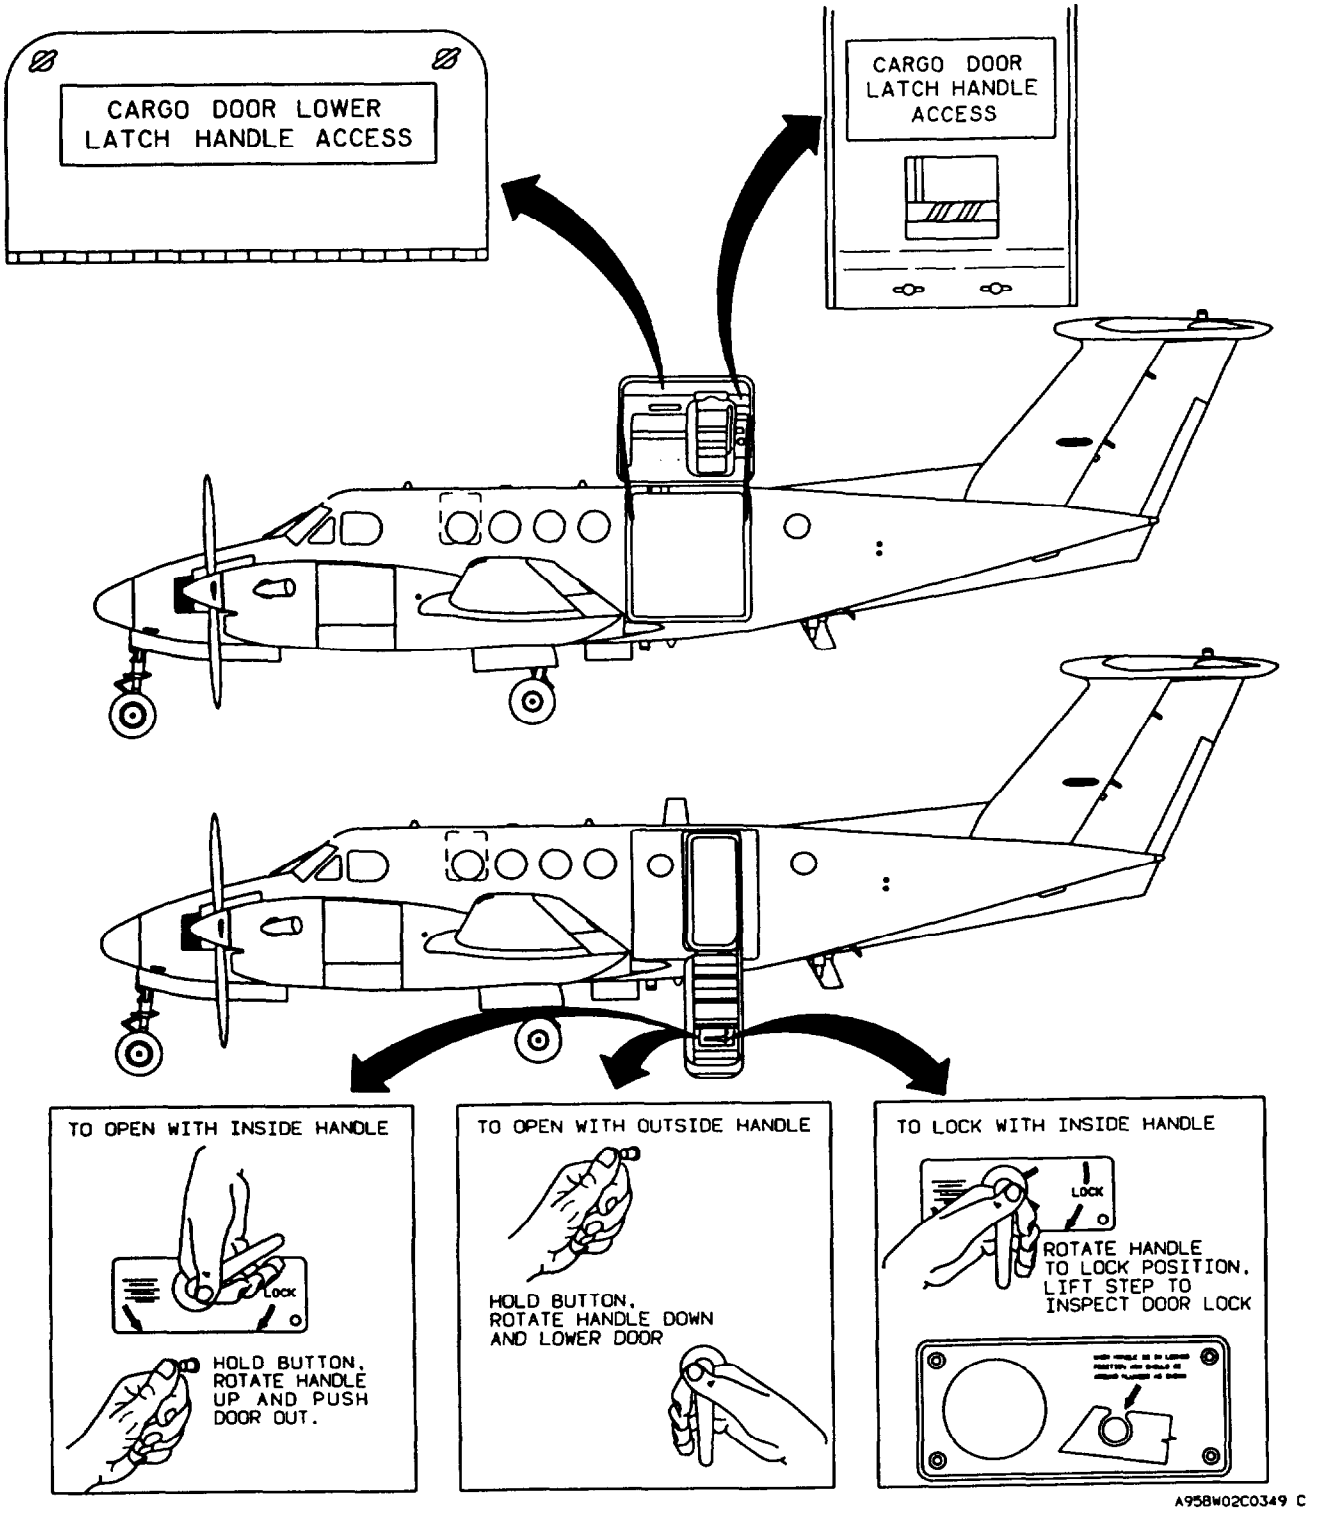

Figure 2-9. Cabin and Cargo Doors
An airstair cabin door (fig. 2-9), hinged at the bottom, provides a stairway for normal and emergency entrance and exit. In the closed position, the door becomes an integral part of the cargo door. The cabin door is provided with steps, two of which fold flat against the door in the closed position. A step folds down over the door sill when the door opens to provide a platform (step) for door seal protection. A plastic-encased cable provides a handhold and support for the door in the open position and a convenience for closing the door from inside. A hydraulic damper permits the door to lower gradually during opening. A rubber seal around the door seals the pressure vessel while the aircraft is in flight. The door locking mechanism is by either of the two mechanically interconnected handles, one inside and the other outside the door. When either handle is rotated, three rotating cam-type latches on either side of the door capture posts mounted on the cargo door. A button adjacent to the door handle must be depressed before the handle can be rotated to open the door. A bellows behind the button is inflated when the aircraft is pressurized to prevent accidental unlatching and/or opening of the door. A placard adjacent to the window instructs the operator that the safety lock arm is in position around the bellows shaft which indicates a properly locked door. Pushing the red button adjacent to the window will illuminate the inside door mechanism. A **DOOR UNLOCKED** annunciator on the caution/advisory panel will illuminate if the door is not closed and all latches fully locked. The cabin door opening is 21.5 inches wide by 46.0 inches high.
b. Cargo Door. A swing-up cargo door (fig. 2-9), hinged at the top, provides access for loading cargo or bulky items. The cargo door opening is 52.0 inches wide by 52.0 inches high. After initial opening force is applied, gas springs will completely open the cargo door automatically. The door is counterbalanced and will remain in the open position. A door support rod is used to hold the door in the open position, and to aid in overcoming the pressure of the gas spring assemblies when closing the door. Once closed, the gas springs apply a closing force to assist in latching the door. A rubber seal around the door seals the pressure vessel while in flight. The door locking mechanism is operated only from inside the aircraft, and is operated by two handles, one in the bottom forward portion of the door and the other in the upper aft portion of the door. When the upper aft handle is operated per placard instructions, cam-type latches (two on the forward side of the door and two on the aft side) rotate, capturing posts mounted on the fuselage side of the door opening. The bottom handle, when operated per placard instructions, actuates four pin-lug latches across the bottom of the door. A button on the upper aft handle must be pressed before the handle can be released to open or latch the door. A latching lever on the bottom handle must be lifted to release the handle before the lower latches can be opened. These act as additional aids in preventing accidental opening or unlatching of the door. The cabin and cargo doors are equipped with dual sensing circuits to provide the crew with remote indication of cabin/cargo door security. An annunciator, placarded **DOOR UNLOCKED,** will illuminate if the cabin or cargo door is open and the battery switch is on. If the battery switch is off, the annunciator will illuminate only if the cabin/cargo door is not securely closed and latched. The cabin/cargo door sensing circuit receives power from the hot battery bus.